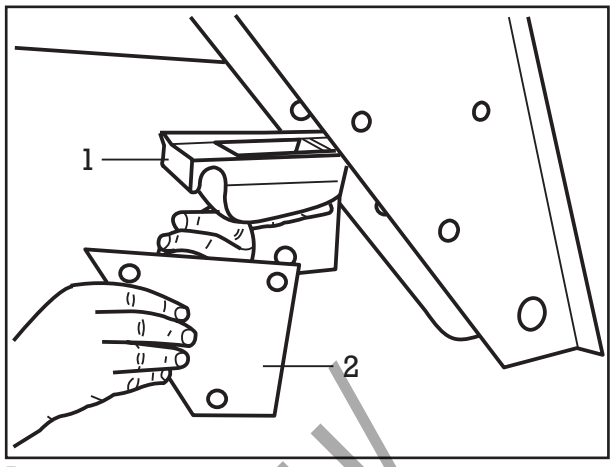

Рис. 4
(4) Для замены скользящих деталей и пластины опор вывинтить крепежные болты, снять скользящие детали (рис. 4/1) и пластины (рис. 4/2).
(5) Проверить скользящую деталь и пластины на износ. При уменьшении толщины пластин до 50 % общей толщины необходимо заменить пластины.